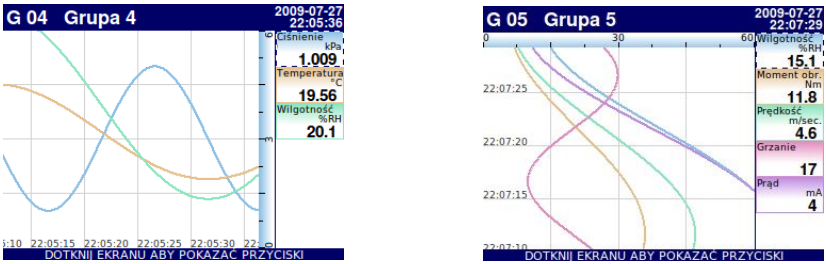

*Rys. 6.11. Przykład **Poziomych i Pionowych Wykresów***
Wszystkie elementy interfejsu użytkownika umieszczono w taki sposób aby zapewnić łatwą i intuicyjną obsługę urządzenia. Podczas normalnej pracy **MultiCon CMC-N16** wyświetla dane w trybie wybranym przez użytkownika. W każdej chwili możliwa jest zmiana trybu wyświetlania, zmiana wyświetlanej grupy lub przejście do menu konfiguracji. Aby to zrobić, należy dotknąć ekran **MultiCon CMC-N16** w dowolnym miejscu, a następnie wybrać odpowiedni przycisk w pojawiającym się w dolnej części ekranu **Pasku nawigacyjnym** (patrz **Rys. 6.11**).
- wykresy poziome **Rys. 6.11**
- wykresy pionowe **Rys. 6.11**